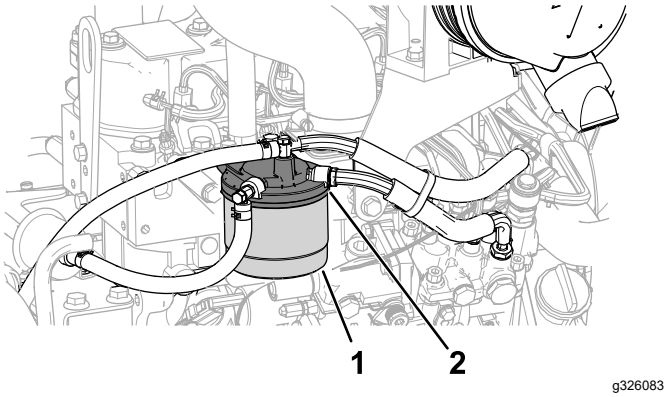

Figur 58
1. Rengör området kring bränslefilterhuvudet (Figur 58).
2. Demontera filtret och rengör filterhuvudets monteringsyta (Figur 58).